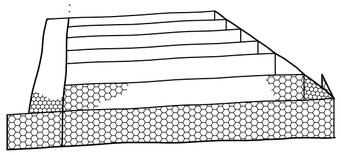

FIGURE 2
2. FOLD THE SIDE AND END PANELS AS WELL AS THE INTERNAL DIAPHRAGMS INTO THE UPRIGHT POSITION. CHECK THAT BOTH SIDE PANELS MATCH THE DIAPHRAGM HEIGHT FIG.2). ATTACH THE DIAPHRAGMS FIRST TO THE SIDE PANELS BY LACING THE THICK SELVEDGE WIRE PROTRUDING FROM THE DIAPHRAGM CORNERS, FIRMLY OVER AND AROUND THE TOPS OF THE SIDE PANELS (FIGURE 3a). THEN PULL OUT THE ENDS OF THE HELICAL WIRE CONNECTING EACH DIAPHRAGM TO THE BOTTOM OF THE MATTRESS, AND USE THEM TO WIRE THE DIAPHRAGM ENDS TO THE SIDES (FIGURE 3b). ALL WIRING MUST BE DONE AS A CONTINUOUS LACING OPERATION, NOT WITH INDIVIDUAL WIRING MUST BE DONE AS A CONTINUOUS LACING OPERATION, NOT WITH INDIVIDUAL TWISTS AT INTERVALS. TIGHTNESS OF THE MESH AND WIRING IS ESSENTIAL AT ALL TIMES.